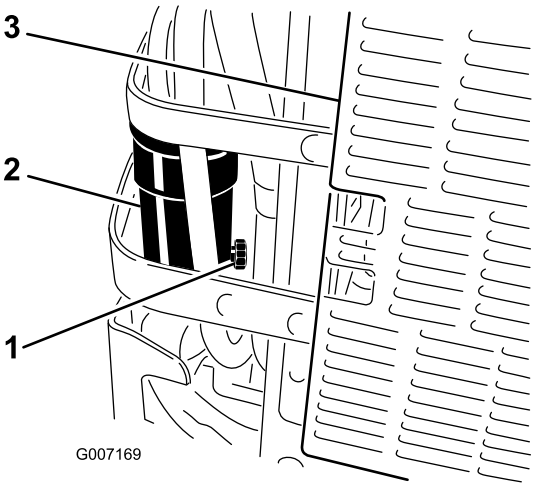

Figur 51
6. Åpne tappeventilen på vannseparatoren ca. én omdreining slik at vann og andre kontaminanter tappes ut (Figur 51).
7. Steng tappeventilen når det kommer ut rent dieseldrivstoff (Figur 51).